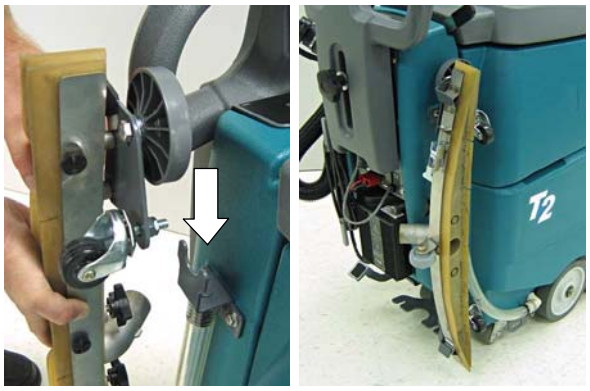

FIG. 7
7. Lorsque vous transportez ou entreposez la machine, retirez le bloc de racloir et suspendez-le sur la bride d'entreposage (Figure 7).